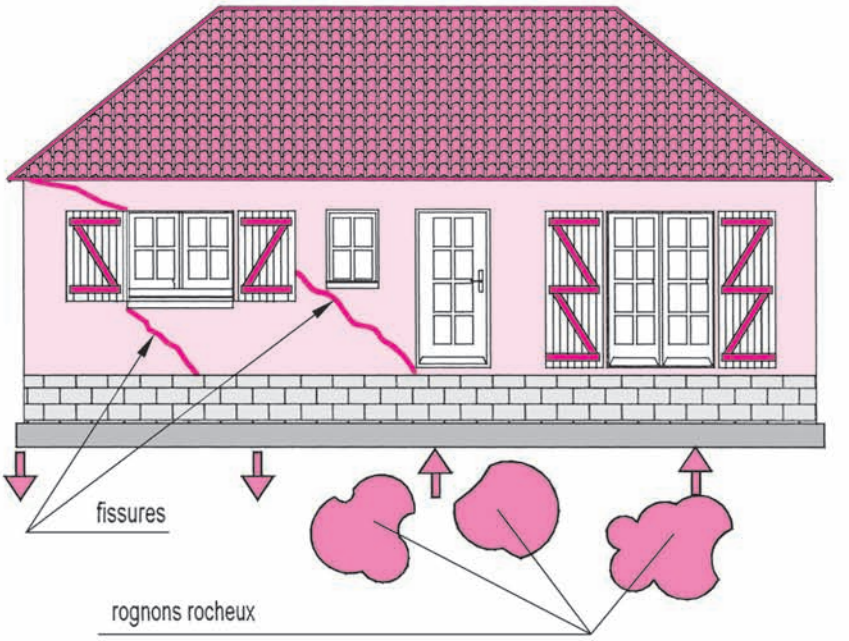

Fig. 15 : Présence de rognons rocheux constituent des points durs
- **Les actions du sol** ne sont pas uniformes sur les ouvrages (fig. 15).
- terrain hétérogène avec points durs (fig. 15) ;